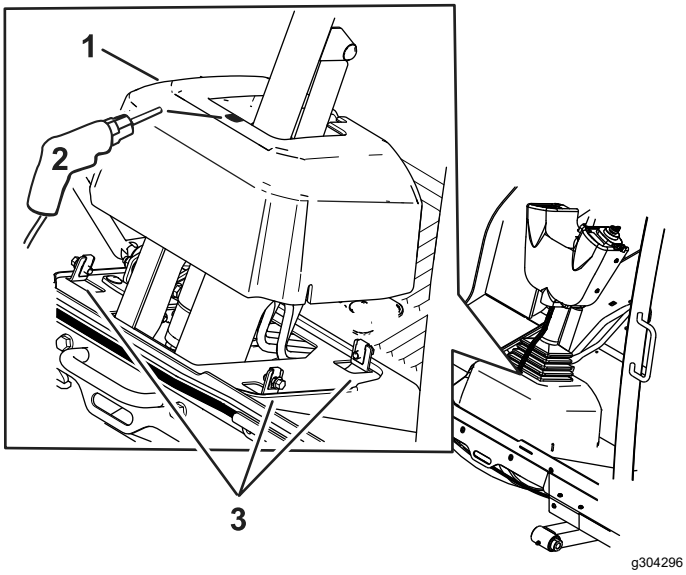

Figur 8
8. Løsn boltene omkring ratstammebasen (Figur 8).
9. Løft basen, og bor et hul på 22 mm (7/8") som vist i Figur 8.